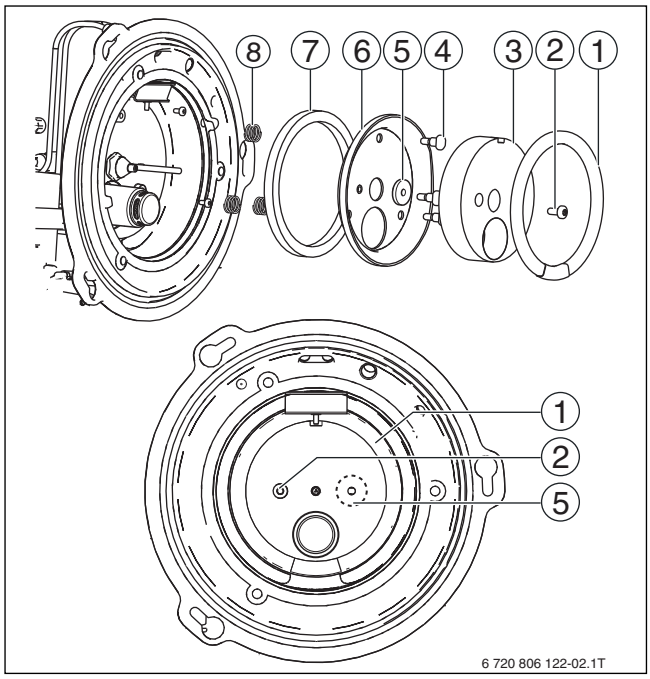

Bild 75 Übersicht Dichtungen
- Wärmetauscherdichtung (→ Bild 75, [1], Seite 45) abnehmen und wenn erforderlich durch ein Originalersatzteil ersetzen.
- Schraube (→ Bild 75, [2], Seite 45) lösen.
- Wärmetauscherisolierung (→ Bild 75, [3], Seite 45) und die Wärmetauscherdichtung (→ Bild 75, [1], Seite 45) entnehmen.
Ein leichter schwarzer Belag auf der Isolierung (→Bild 75, [3], Seite 45) beeinträchtigt nicht die Funktion.
- Bolzen (→ Bild 75, [4], Seite 45) demontieren.
- Deckel des Wärmetauschers (→ Bild 75, [6], Seite 45) mit der Mischraumdichtung (→ Bild 75, [7], Seite 45) und den Druckfedern (→ Bild 75, [8], Seite 45) abnehmen.